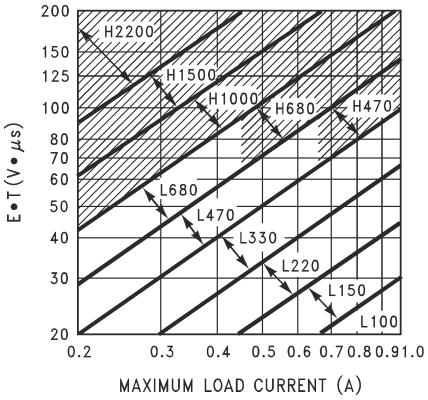

Figure 9-6. TL2575-ADJ
2. Inductor Selection (L1) **A.** Calculate the "set" volts-second (E × T) across L1: E × T = (V_{IN} – V_{OUT}) × t_{on} E × T = (V_{IN} – V_{OUT}) × (V_{OUT} / V_{IN}) × {1000 / f_{osc}(in kHz)} [V × µs] **Note** **NOTE:** Along with I_{LOAD}, the "set" volts-second (E × T) constant establishes the minimum energy storage requirement for the inductor. **B.** Using Figure 9-6, select the appropriate inductor code based on the intersection of E × T value and $I_{LOAD(Max)}$. **C.** The inductor chosen should be rated for operation at 52-kHz and have a current rating of at least 1.15 x $I_{LOAD(Max)}$ to allow for the ripple current. The actual peak current in L1 (in normal operation) can be calculated as follows: $I_{L1(pk)}$ = $I_{LOAD(Max)}$ + (V_{IN} – V_{OUT}) × t_{on} / 2L1 Where t_{on} = V_{OUT} / V_{IN} × (1 / f_{osc})	**2. Inductor Selection (L1)** **A.** Calculate the "set" volts-second (E × T) across L1: E × T = (25 – 10) × (10 / 25) × (1000 / 52) [V × µs] E × T = 115 V × µs **B.** Using Figure 9-6, the intersection of 115 V • µs and 1 A corresponds to an inductor code of H470. **C.** H470 → L1 = 470 µH Choose from: 34048 (Schott) PE-53118 (Pulse Engineering) RL1961 (Renco)